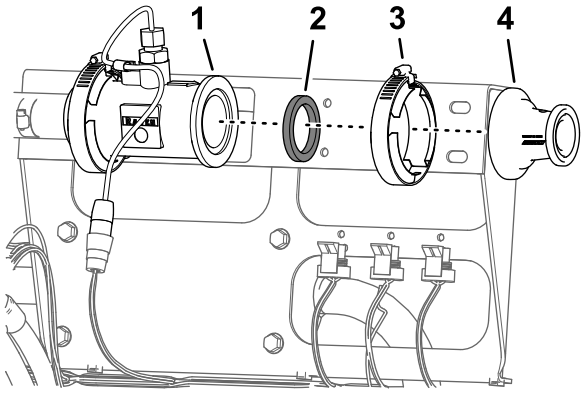

Figur 69
6. Fjern flensklemmen (51 mm) og pakningen (38 mm) som fester flensen på adapteren til flensen på strømningsmåleren (Figur 69).